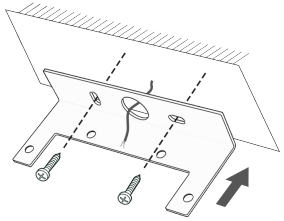

Рисунок 4
3. Прикрепите подвес к монтажной поверхности, предварительно продев питающий (~220В) кабель через круглое отверстие рис. 4.